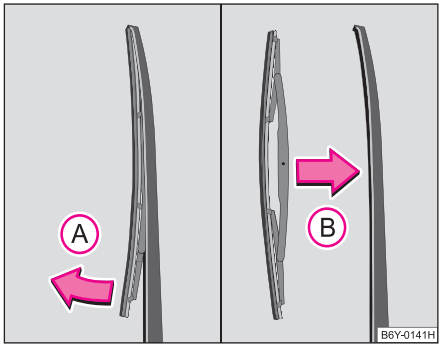

Fig. 44 Lamela ştergătorului de lunetă
– Ridicaţi braţul ştergătorului de pe lunetă ⇒ fig. 44.
– Cu cealaltă mână prindeţi lamela de partea centrală şi trageţi-o în sensul săgeţii (A).